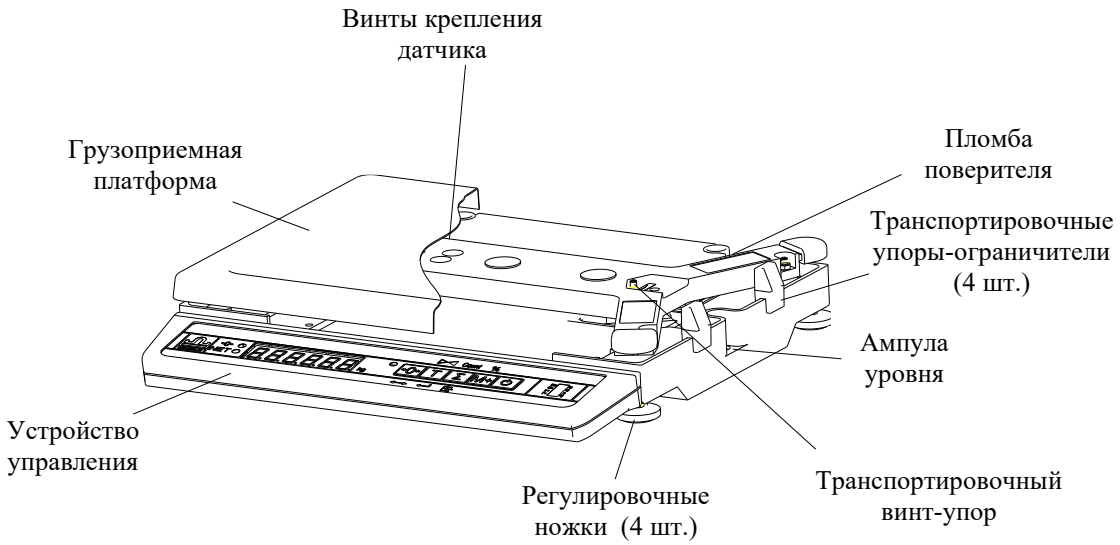

Рис. 5.1 – Весы МК_А_
Конструкция весов представлена на Рис. 5.1, Рис. 5.2.
6.2 Снять грузоприемную платформу с весов и убрать транспортировочные упоры-ограничители (Рис. 5.1).